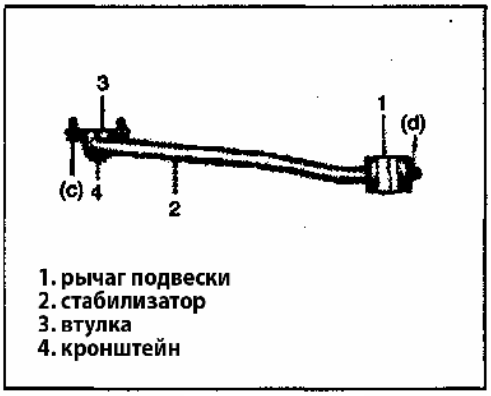

Рис. 533
5) Затяните болты кронштейна стабилизатора требуемым моментом (Рис. 533). Перед затяжкой болтов, убедитесь в том, что стабилизатор находится посредине.